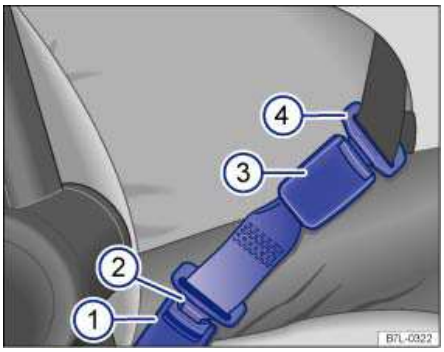

Fig. 63 A safety belt extender properly attached to the factory-installed safety belt.
Key to fig. 63:
- Insert the buckle tongue on the safety belt extender ⇒fig. 63 (2) into the vehicle belt buckle for the seat where the safety belt extender is being used (1).